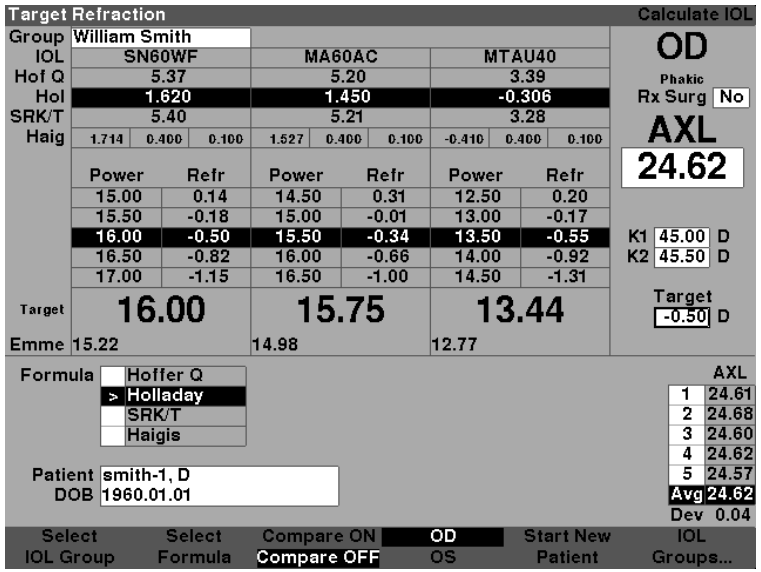

Figure 3-28 Calculation Completed
9. Enter the Ametropoic Target value in the designated area as shown in Figure 3-28 below. Rotate the knob to select the Target field and press the knob or the √ button to activate the field. When the field is active enter the Target value in Diopters.